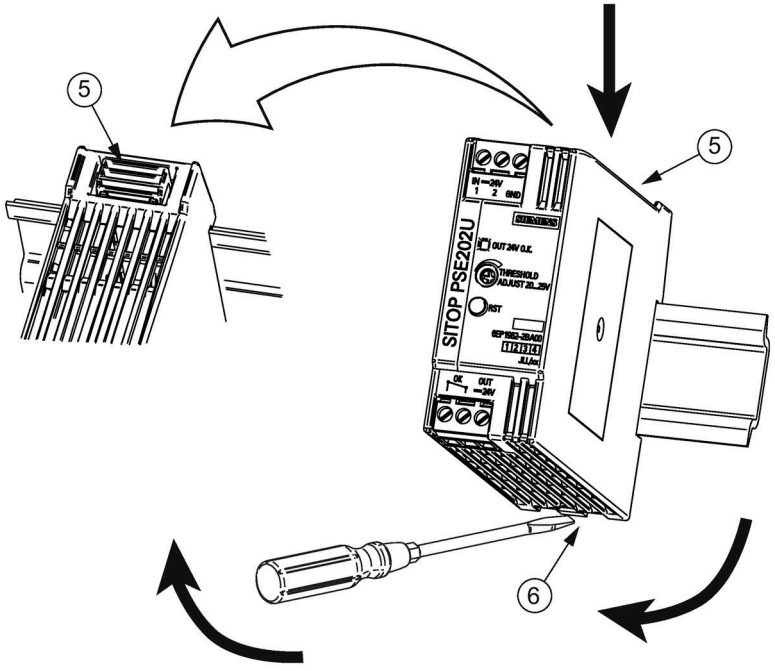

Figure 3-3 Mounting/removal
To remove, pull up the slider ⑥ using a screwdriver (see Figure 3-3 Mounting/removal (Page 48)) and disengage the device at the bottom edge of the standard mounting rail. Then you can remove the device from the upper edge of the standard mounting rail.